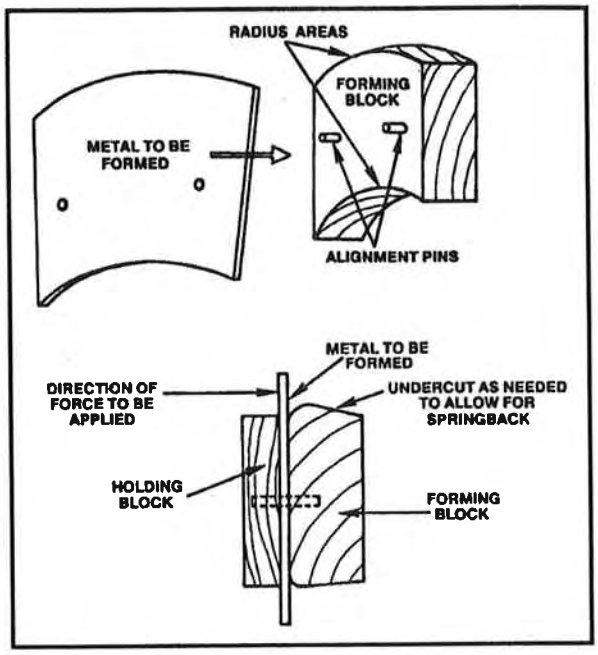

Figure 5-15. Completed forming block
- Sand or file the proper radius of bend and undercut it if needed on forming the block. See Figure 5-15.
- Manufacture a holding block, affix holding pins to forming block, or do both to help position the metal to be formed against the forming block. Refer to Figure 5-15 again.